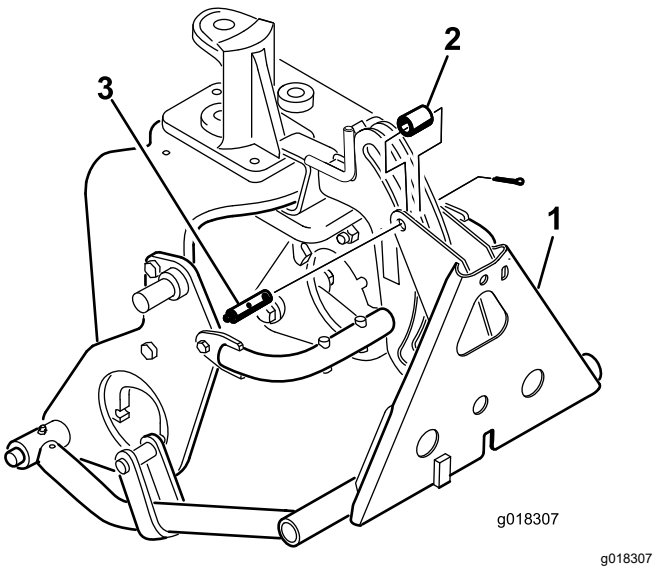

Figur 16
8. Fastgør rammeadapteren på trækrammen med et rør, en gaffelbolt og en låseclips (Figur 16).